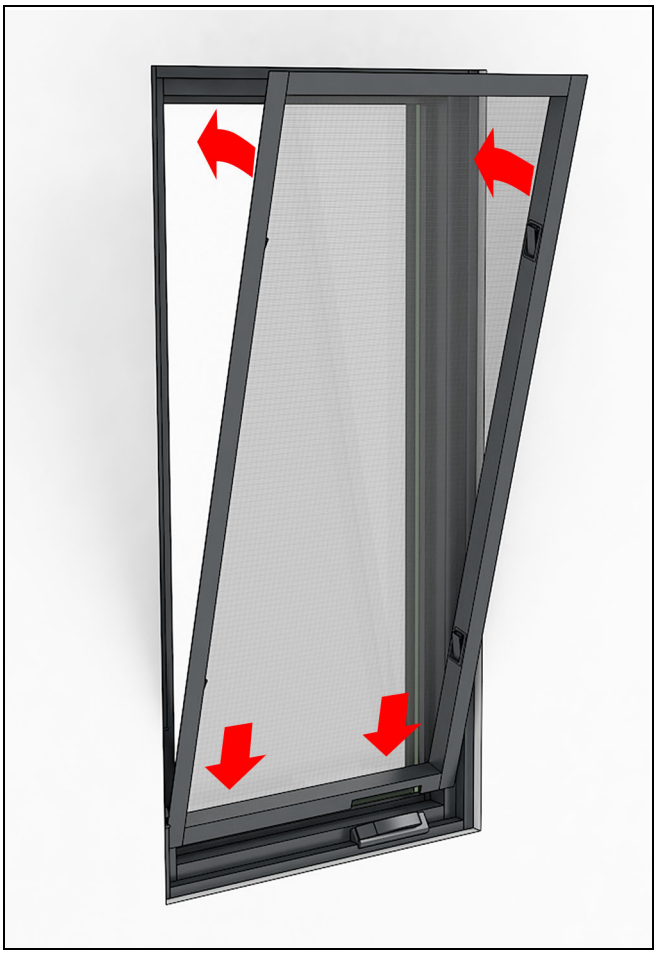

Figure 87
1. Align the notch in the screen frame to fit around the hardware cover then tip the screen into place. See Figure 87.